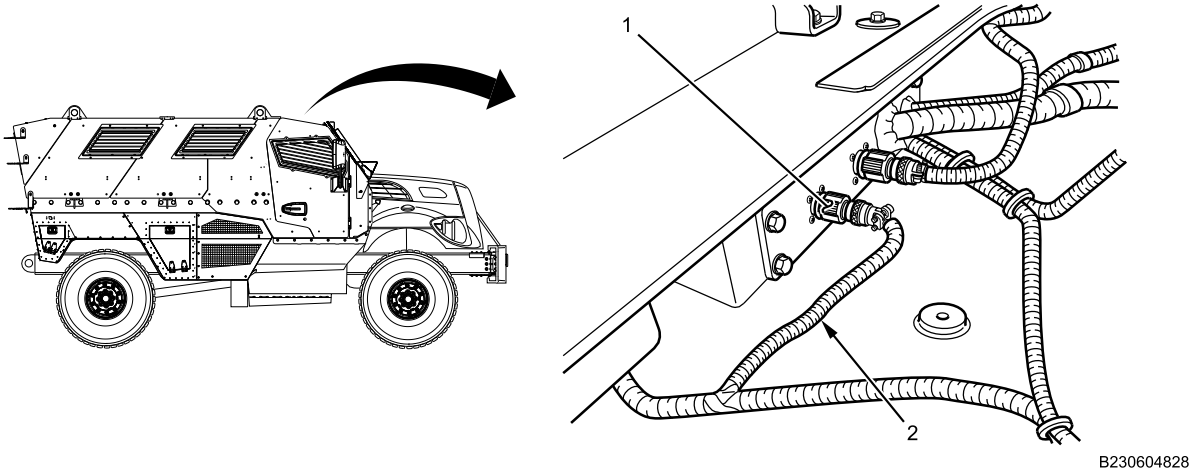

Figure 2. Roof Connection.
2. Disconnect clearance lights harness (Figure 2, Item 2) from roof connection by turning nut (Figure 2, Item 1) counterclockwise.